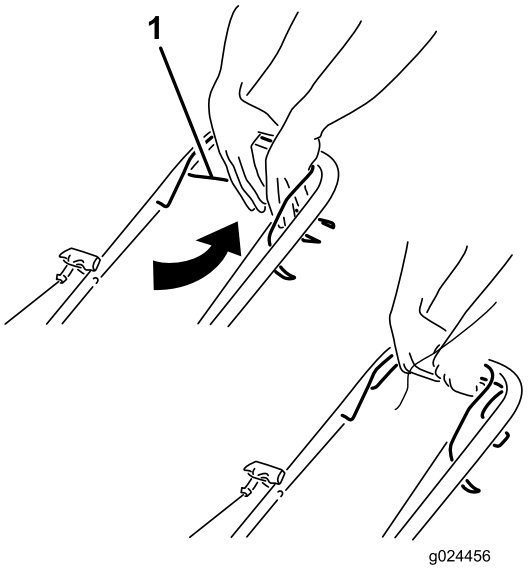

Figur 14
- **For å drive med selvdrift:** Klem selvdriftsbøylen mot håndtaket og hold den (Figur 14).